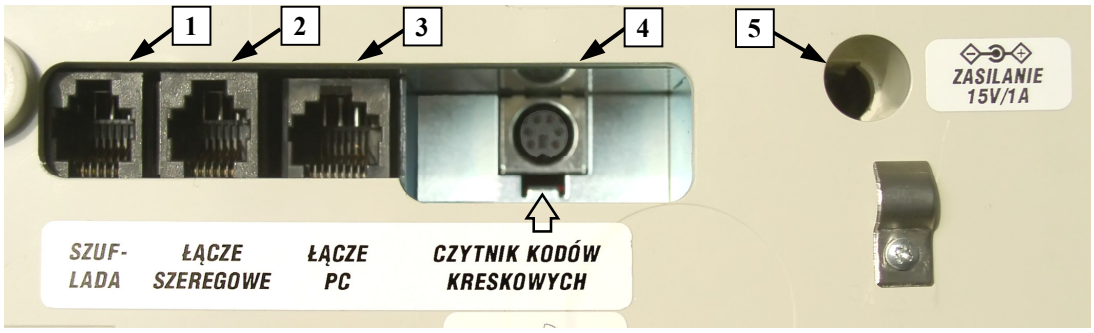

Rys. 1-2 Widok na złącza interfejsów (od spodu kasy)
Położenie złącza do podłączenia szuflady pokazane jest w Rozdziale 1 na rys. 1-2.
- klawiaturowego (KEYBOARD EMULATION) – posiadającego wtyk klawiaturowy, włączany w gniazdo CZYTNIK KODÓW KRESKOWYCH (patrz Rozdział 1, rys. 1-2). Wtyczkę czytnika po włożeniu do gniazda **należy zabezpieczyć przed wyrwaniem**, przykręcając kabel czytnika uchwytem przewodu, który umieszczony jest na podstawie poniżej gniazda zasilania (tak jak jest to pokazane na rysunku obok),
- szeregowego - posiadającego złącze D-sub 9, połączony przez KABEL CZYTNIKA RS232/RJ12 (kod wyrobu - 01639) do gniazda ŁĄCZE SZEREGOWE (patrz Rozdział 1, rys. 1-2).